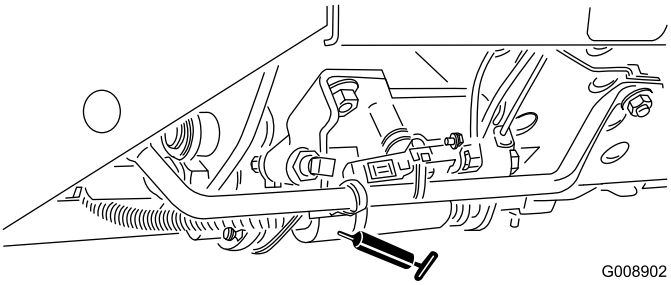

Figur 58
- Klippe/transportskyder (Figur 58)